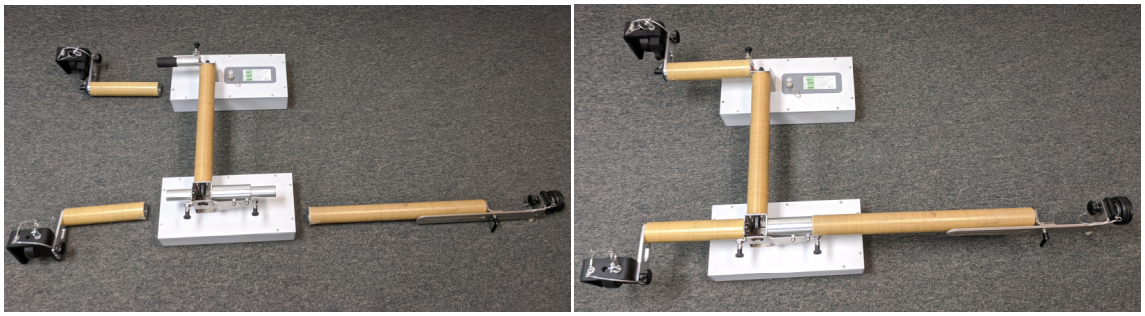

Figure 3. RABIT shown disassembled (left) and fully assembled (right).
3. Place the frame assembly with the sensor units on the ground so that the white antenna boxes are on the ground. Attach the outriggers as shown in Figure 3. Make sure that all push pins are fully inserted.